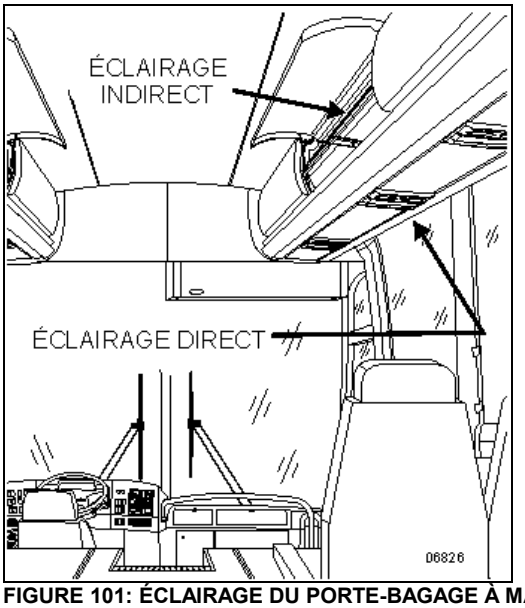

FIGURE 101: ÉCLAIRAGE DU PORTE-BAGAGE À MAIN
1. Tirer sur la lampe pour l'extraire du plafond (**FIGURE 101**).